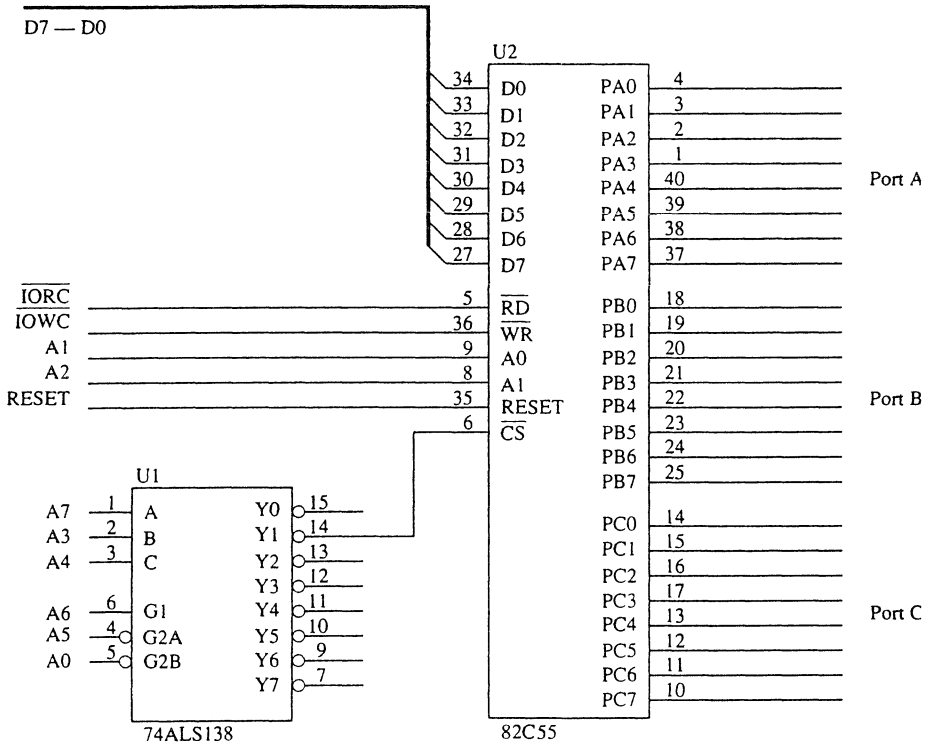

FIGURE 10–14 The 82C55 interfaced to the low bank of the 80386SX microprocessor
The 82C55 is easy to program because it contains only two internal command registers, as illustrated in Figure 10–15. Notice that bit position 7 selects either command byte A or command byte B. Command byte A programs the function of group A and B, while command byte B sets (1) or resets (0) bits of port C only if the 82C55 is programmed in mode 1 or 2.